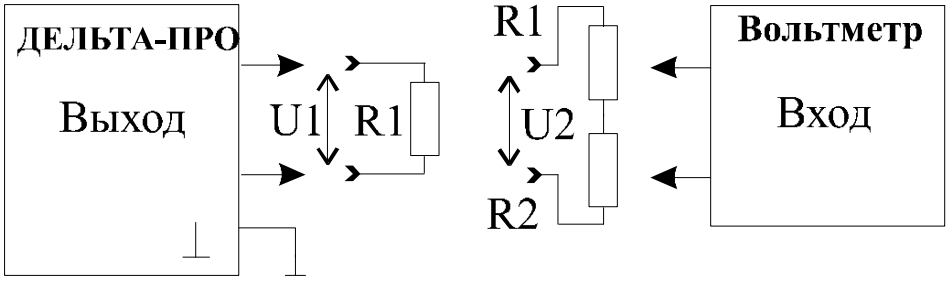

Рис.3. Проверка выходного сопротивления передатчика
8.3.6 Определение значения выходного сопротивления производится методом косвенных измерений для частоты 1020 Гц. Для этого необходимо собрать схему, изображенную на рис.3 (R1 = R2 = 300 Ом).